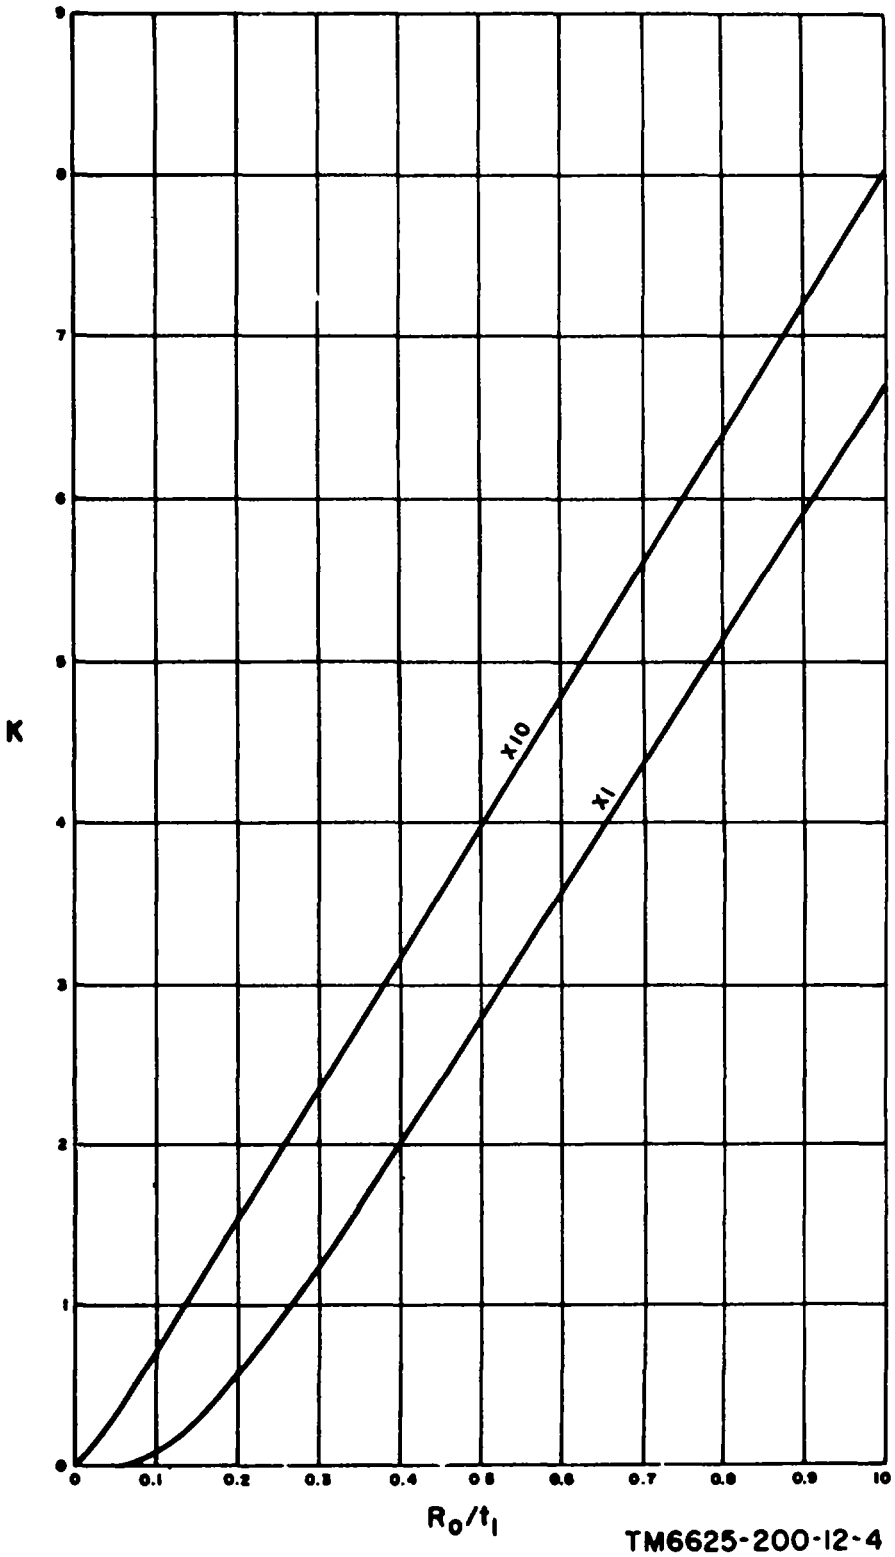

Figure 3-5. Pulse generator from factor curves.
(1) t, duration of the positive portion of the pulse voltage in microseconds.
(2) t.; duration of the negative portion of the pulse voltage in microseconds.
(3) PRF; pulse repetition frequency in pulses per second.
(4) R.; impedance of the pulse generator in kilohms.
(5) K; pulse generator form factor (c below).
c. Pulse Generator Form Factor. The pulse generator form factor (K) is determined from the curves shown in figure 3-5. Note that the impedance of the pulse generator (R,) divided by the duration of the positive portion of the pulse voltage (t,) is plotted horizontally, and the pulse generator form factor (K) is plotted vertically. The running parameters indicate the value of K for any value of R,/t, between 0 and 10.
(1) The curve labeled X1 is used when the value of R,/t, is between 0 and 10. When this curve is used, the scale values for R,/t, and K are read directly.
(2) The curve labeled X10 is used when the value of R0/t1 is between 1 and 10. When this curve is used, the scale values for R,/t, and K must be multiplied by 10.
(2) To determine T_2, subtract the time duration of the positive portion of the pulse (t_1,) from the total time available for the pulse. Note that with a PRF of 1,000 pulses per second, the time interval from the start of one pulse to the start of the next pulse is 1,000 microseconds; t_2, =1,000-10=990 microseconds.
(3) To determine K, divide R. by t_1; R_0/ t_1,-2/10-0.2. Apply this value to figure 3-5 and use the curve labeled X1, K=0.55.
(4) Substitute known values in the formula (pulse voltage = measured voltage X correction factor) and solve for the pulse voltage: Pulse voltage .8 X 1.4 (1 + 10/990 + 55/1000)=1.1328 volts.